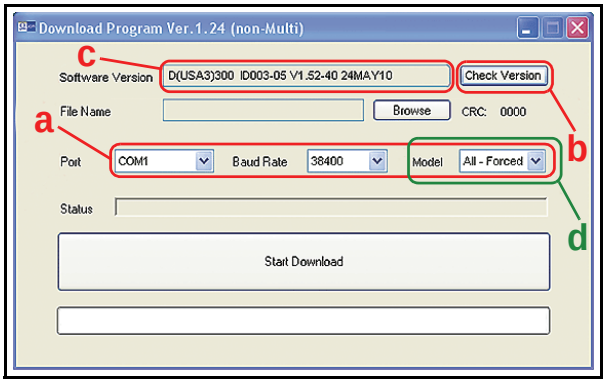

Figure 6-4 Port, Baudrate & Version Check
NOTE: As an option, this program may be used to download Firmware to a DBV while it's in a Normal Operating Mode. To do so; re-start the procedure, ignore the Dip Switch setting instructions outlined in Step 5 on Page 6-2, and select 'DBV300' in the 'Model' Pull-down Menu (See Figure 6-4 d) instead of selecting 'All-Forced' when performing Step 3 that follows.
3. On the Download Program Screen, verify that the 'Port' Select Pull-down Menu is set to 'COM1', verify that the 'Baudrate' is set to a '38400' baud and that the 'Model' is set to 'All-Forced' (See Figure 6-4 a).
4. To verify the communication link between the PC and the DBV-30X, select and Mouse-click on the 'Check Version' Screen Button (See Figure 6-4 b). The DBV will respond by displaying the Firmware Version currently loaded into the CPU Memory listed in the 'Software Version' Window (See Figure 6-4 c).